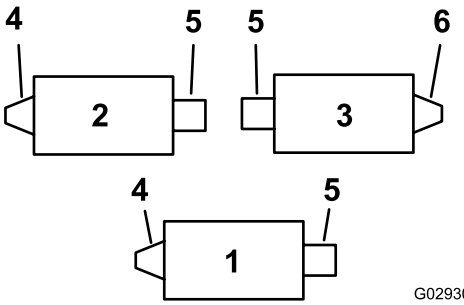
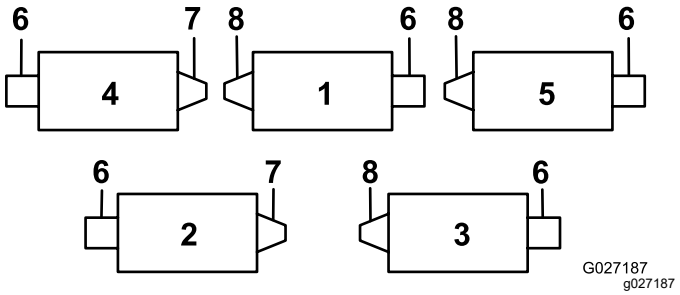
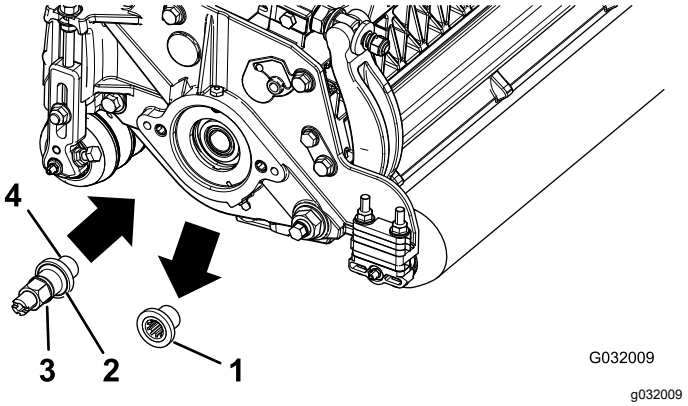
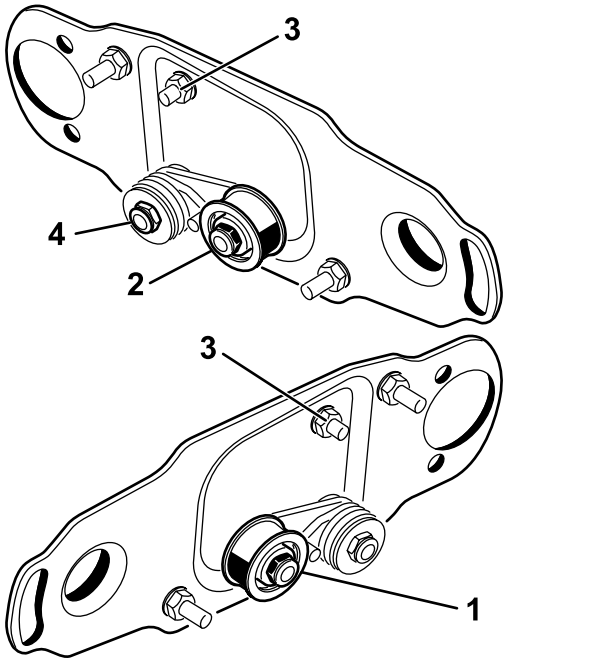

Figura 1
Figura 2
Figura 3
Figura 6
Utilice la Figura 1 para determinar la posición de los cepillos de rodillo y de los motores de molinete del Reelmaster 3100-D, o la Figura 2 para el Reelmaster 7000-D.
2. Retire el inserto roscado de la transmisión del cepillo del rodillo trasero de la unidad de corte (Figura 1 y Figura 2) y deséchelo (Figura 3).
Nota: Los insertos a izquierdas se encuentran en las unidades de corte 1 y 2 del Reelmaster 3100 (Figura 1) y en las unidades de corte 1, 3, y 5 del Reelmaster 7000 (Figura 2).
4. Aplique fijador de roscas a las roscas del eje de transmisión (Figura 3), instale el eje de transmisión, y apriételo a 115–128 N·m.
Nota: Las transmisiones del lado derecho se encuentran en la unidad de corte 3 (Figura 1) del Reelmaster 3100, y en las unidades de corte 2 y 4 (Figura 2) del Reelmaster 7000.
Para transmisiones del cepillo del rodillo trasero del lado derecho (Figura 1 y Figura 2), invierta el montaje de la polea tensora para montarla en el **extremo derecho** de la unidad de corte (Figura 6) como se indica a continuación:
1. Retire el conjunto de la polea tensora del extremo izquierdo de la unidad de corte y móntelo en el taladro inferior de la placa del cepillo en el extremo derecho de la unidad de corte (Figura 6).
2. Retire el perno de cuello cuadrado y la tuerca y colóquelos en el taladro superior donde estaba el conjunto de la polea tensora (Figura 6).